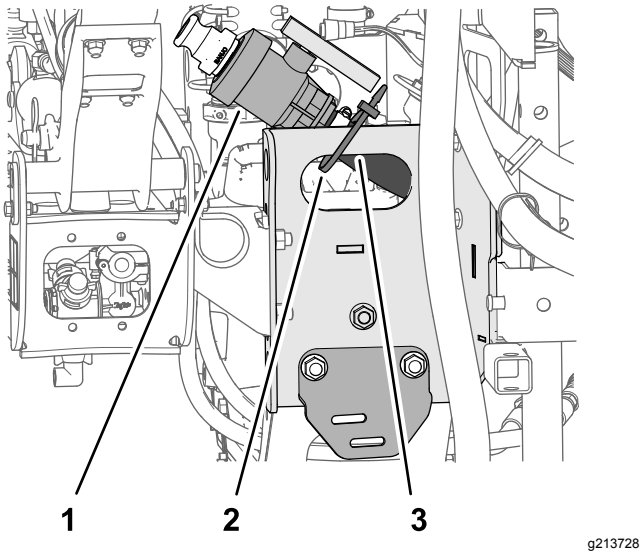

Figuur 13
1. Verwijder de kabelbinder waarmee het aftapventiel en de slang van de spuittank aan het kanaal van de steun zijn bevestigd (Figuur 13).